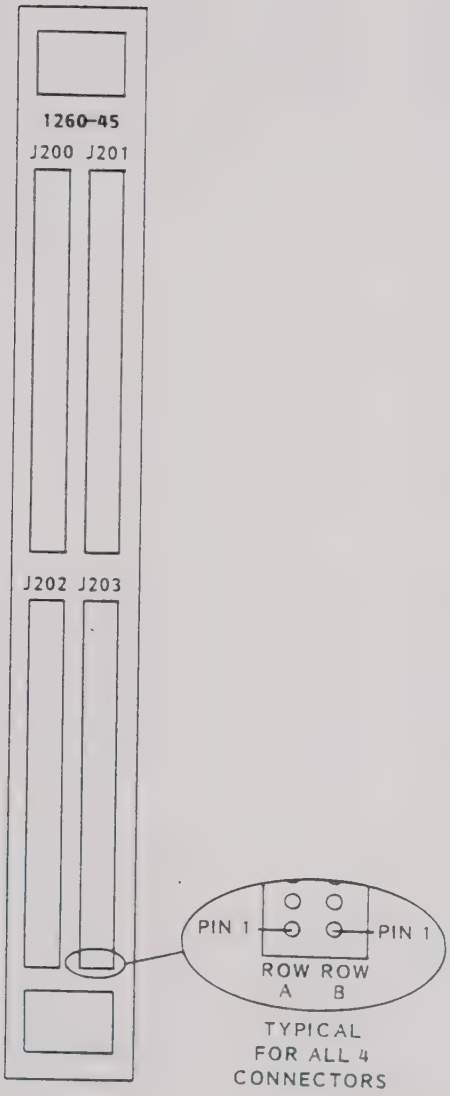

Figure 3-1, 1260-45 User Connector Pin Configuration
3.1.1 Refer to Figures 3-1, 3-2, and Table 3-1 for group numbers, row numbers, column numbers, and connector pins for this module.
3.2.1 Refer to Figure 3-1 for pin configurations of the front panel connectors J200 to J203. J200 to J203 is Racal-Dana Part Number 602005. The mating connectors are Racal-Dana Part Numbers 602004 for the connector body, 602004-001 for the strain relief, 602004-002 for the pull tabs, and 611053 for the pins. The actual pinouts are given in Table 3-1 and Figure 3-2.